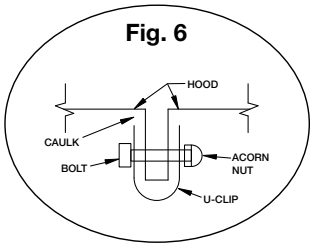

Fig. 6
3. Next, fasten the hoods together at its inside plenum profile using u-clips and bolts (Fig. 6). Caulk this joint with NSF Approved silicone caulk (GE SCS1009 or its equivalent). The caulk is not provided.